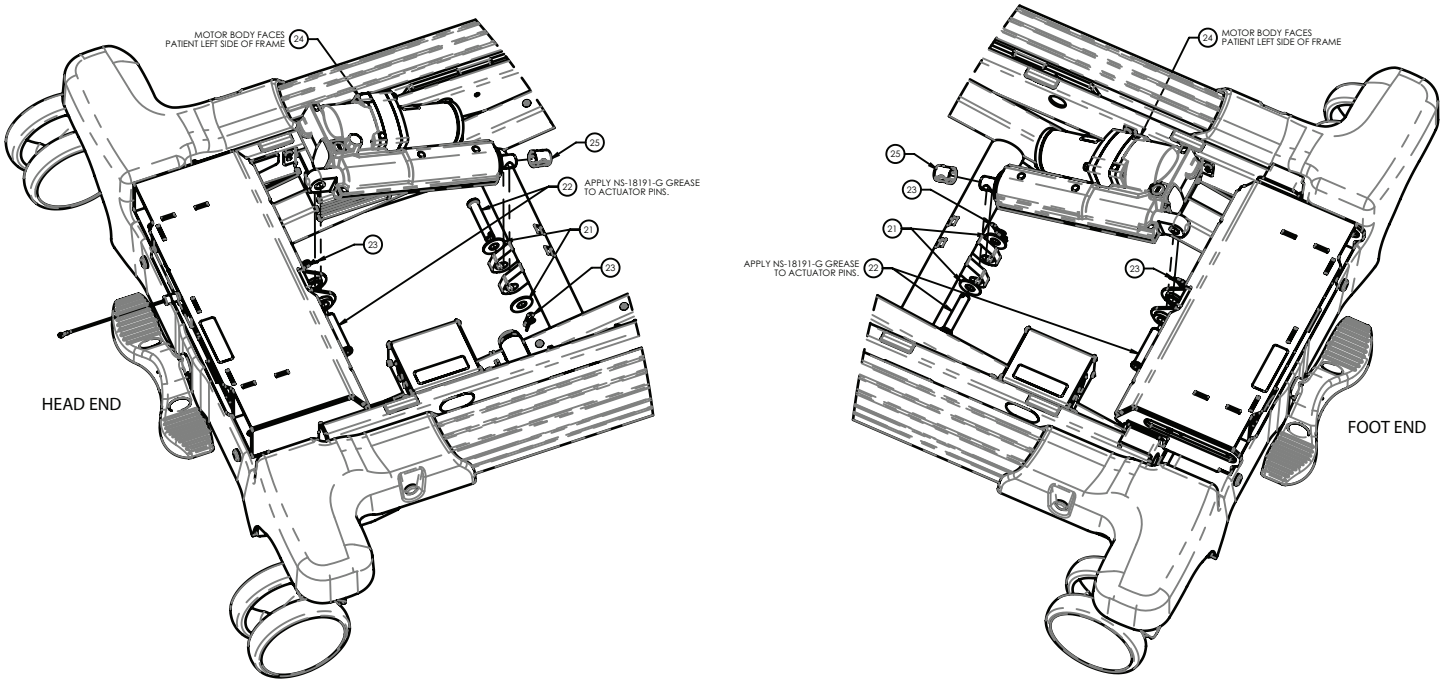

Figure 32 – Remplacement de l'actionneur de levage
10. À l'aide d'une pince à becs fins, retirer les deux clips de retenue de goupille bêta (23) des axes à épaulement (22) qui fixent l'actionneur (24) à l'ensemble soudé du plan de couchage et soulever l'ensemble soudé (Figure 32).
11. Tout en soutenant l'actionneur (24) d'une main, retirer l'axe à épaulement du côté tête (22) et l'axe à épaulement du côté pieds (22), puis abaisser l'actionneur (Figure 32).